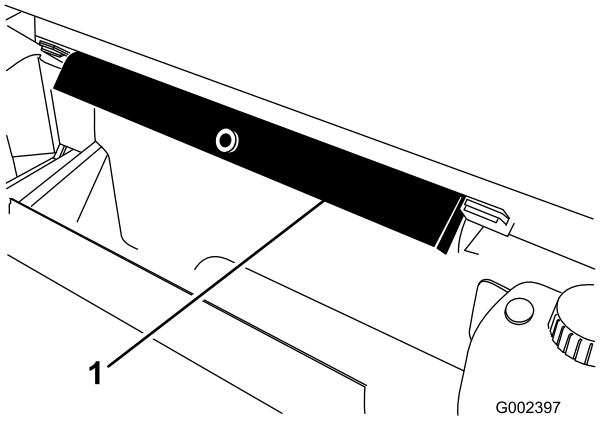

Figura 37
2. Retire el soporte de la plataforma de los soportes situados en la parte trasera del panel de protección anti-vuelco (Figura 37).